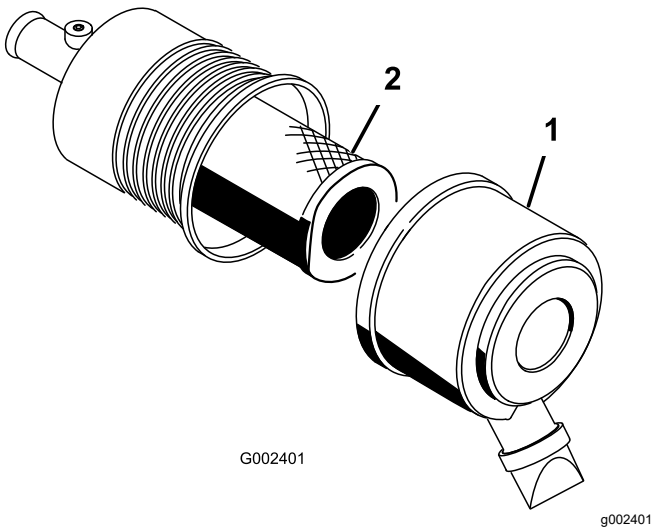

**Figure 55**
2. Desserrez les attaches qui fixent le couvercle sur le boîtier du filtre à air (Figure 55).
3. Déposez le couvercle du boîtier du filtre à air (Figure 55).
5. Déposez et remplacez le filtre (Figure 55).